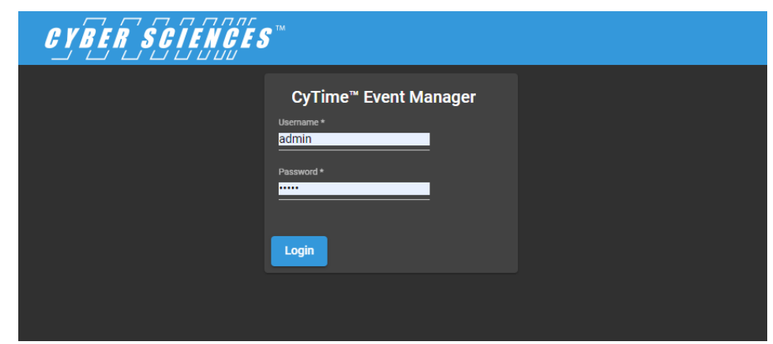

Figure 8. Login Screen
6. Enter the default user name (admin) and password (admin) and click the 'Login' button to access the Event Manager (see figure 8)